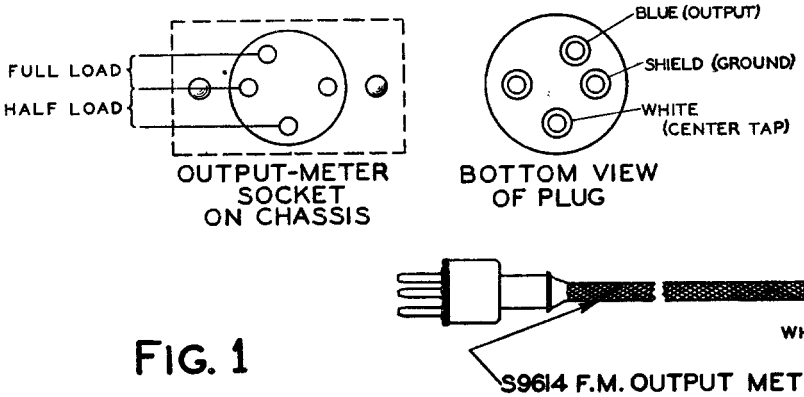

FIG. 1
The signal generator for FM alignment must be capable of supplying an unmodulated signal of at least .5 volt at the IF frequencies (4 to 9 Mc.) and a moderate unmodulated signal at the FM RF frequencies (41.5 to 50.5 Mc.) A 50-0-50 microammeter, such as Triplett #321 or #521, makes an excellent output meter when used with our #S9614 four prong plug and cable assembly and a S.P.D.T. switch. (see fig. 1)
1. Connect the output meter across the FULL discriminator load. (fig. 1)
3. Switch the output meter to HALF discriminator load (fig. 1). Adjust trimmer A4 for maximum output, keeping the signal input below the point of limiting action.